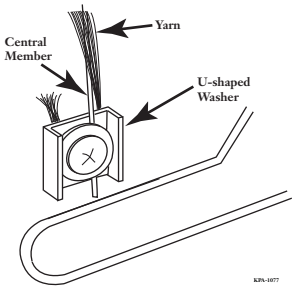

Figure 9 — Central Member Strain-relief
Step 3: Place the central member and yarn, if present, between the U-shaped washer and the flat washer (Figure 9).